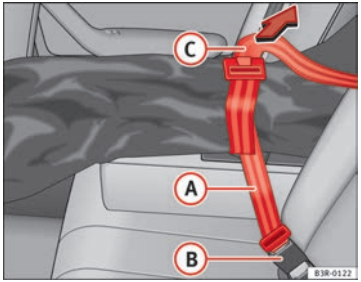

Fig. 129 Fastening the ski bag in the seatbelt buckle ▶
– Insert the fastening belt (A) ⇒ fig. 129 of the ski bag into the centre seat belt buckle (B).
– Pull the free end of belt (C) to tighten.